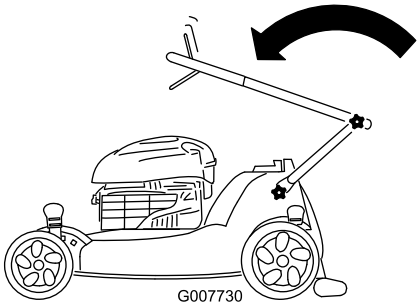

Figur 42
2. Det øvre håndtaket legges sammen framover, som vist i Figur 42.